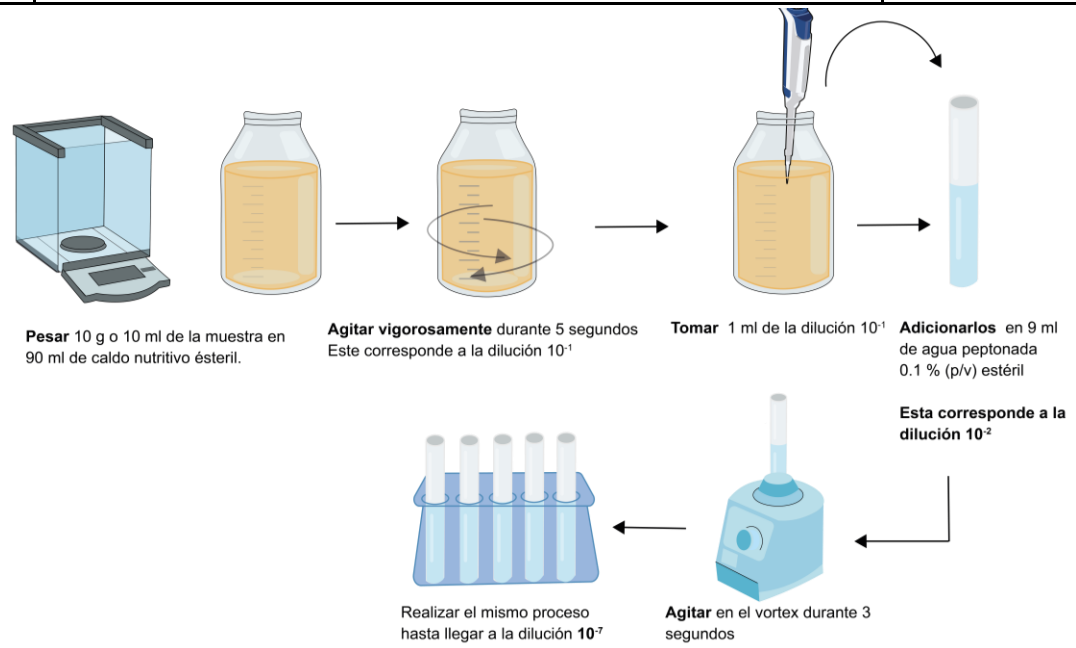

Figura 6. Técnica de diluciones seriadas
5. Realizar este procedimiento hasta completar la dilución 10^{-7} como lo describe la Figura 6.